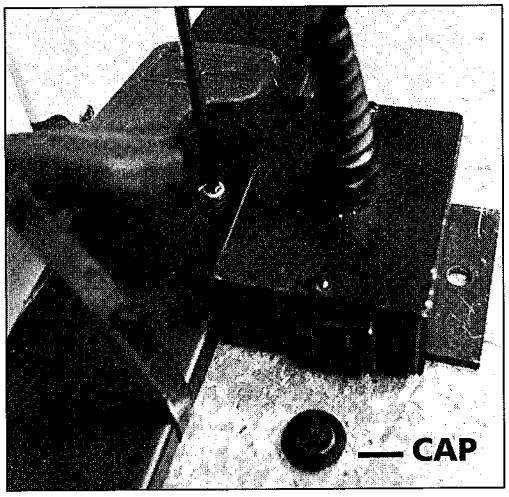

Figure 10
d. Attach the link to the chair base with the link screw (Figure 10). Replace cap.